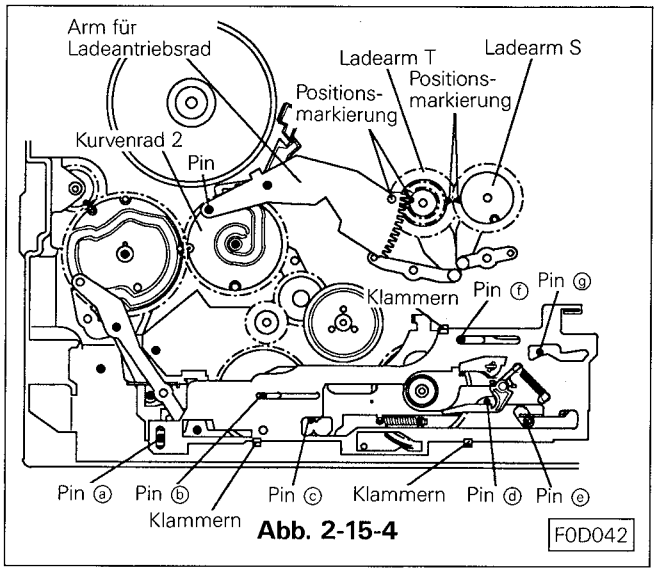
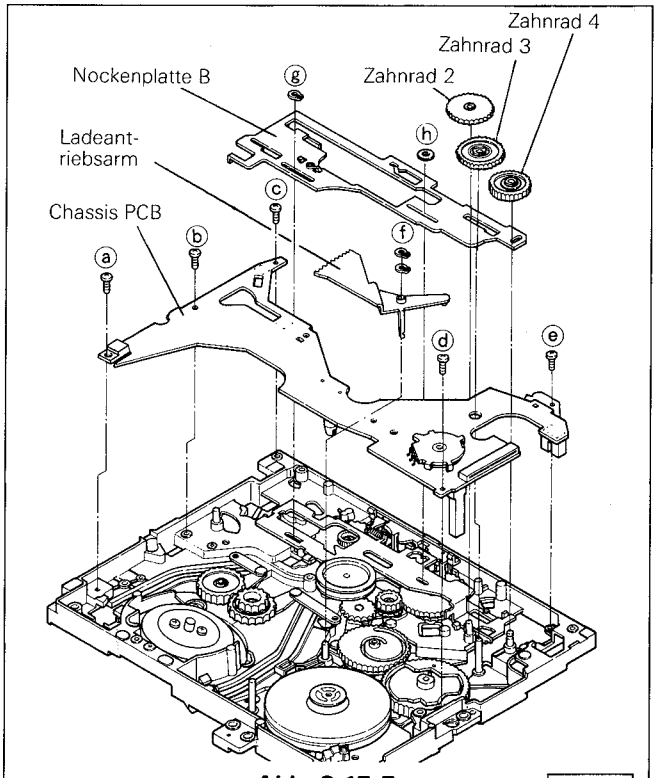

Abb. 2-15-4 F0D042
Abb. 2-15-5 F0D037
J. Die Nockenplatte B so einbauen, daß die Pine ⓐ ~ ⓖ (siehe Abb. 2-15-4) und speziell der Pin ⓔ durch die Führungsschlitze zeigen, die Platte mit den drei Klemmen, den Sicherungsring ⓖ und die Sicherungsscheibe ⓗ (siehe Abb. 2-15-5) befestigen.
K. Die Markierungen am Ladearm T mit der Markierung den Laderadarm wie in Abb. 2-15-4 gezeigt in Verbindung bringen und den Laderadarm auf die dafür vorgesehene Achse aufsetzen, so daß der Führungspin in die Kurve von Kurvenrad 2 gelangt. Den Arm mit zwei Klemmring sichern.
L. F/L Zahnrad 2, 3 und 4 einsetzen. (Siehe Abb. 2-15-5)